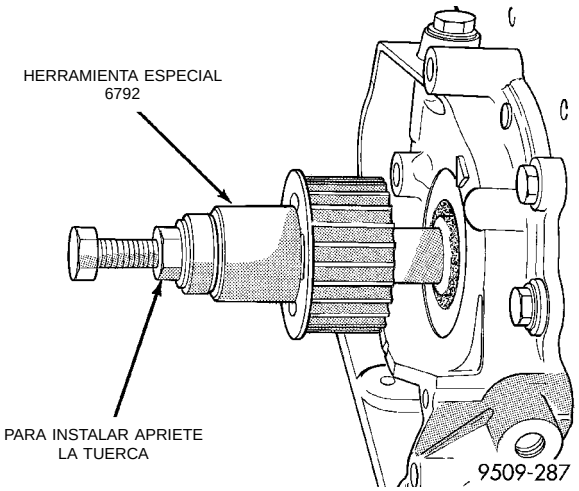

Fig. 77 Rueda dentada del cigüeñal—Instalación
(7) Instale la rueda dentada del cigüeñal, utilizando la Herramienta especial 6792 (Fig. 77).
(8) Instale el tubo de absorción de la bomba de aceite y el colector de aceite.
(9) Instale la correa de distribución. Consulte Instalación de la correa de distribución en esta sección.